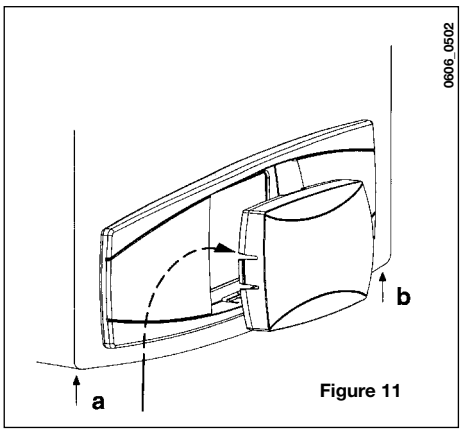

Figure 11
1. Desserrer les deux vis (**a-b** figure 11) qui fixent l'habillage de la chaudière;
2. Soulever légèrement l'habillage et pousser manuellement le couvercle du panneau avant vers l'extérieur (figure 11);
6. refermer l'habillage en le fixant sur la chaudière avec les vis (figure 11).
1. Desserrer les deux vis (**a-b** figure 11) qui retiennent l'habillage de la chaudière;